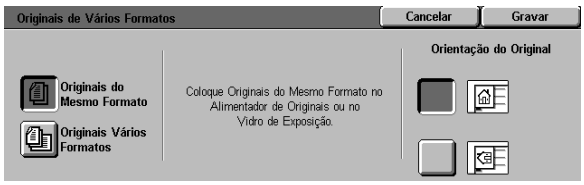

Figura 34: Ecrã Originais de Vários Formatos com a opção Mesmo Formato seleccionada
1 No separador Funções Adicionais, seleccione o ícone **Originais de Vários Formatos** para visualizar o ecrã Originais de Vários Formatos, ilustrado na Figura 34.
- Se os originais forem todos do mesmo formato, seleccione a opção **Mesmo Formato** (definição por defeito), tal como ilustrado na Figura 34.